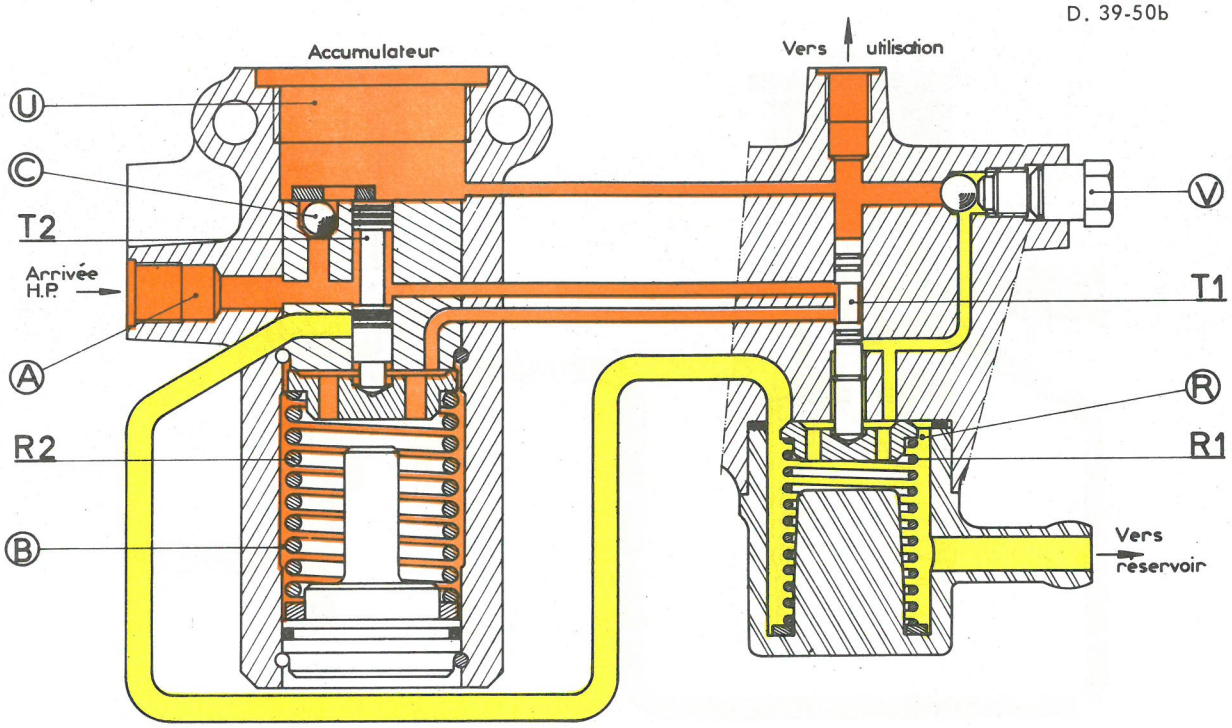

Fig. 2
Cette pression monte de valeur identique dans la chambre B par l'intermédiaire du tiroir pilote T1 ( voir fig. 2 ).
**c) Conjonction** : Fig. 2.